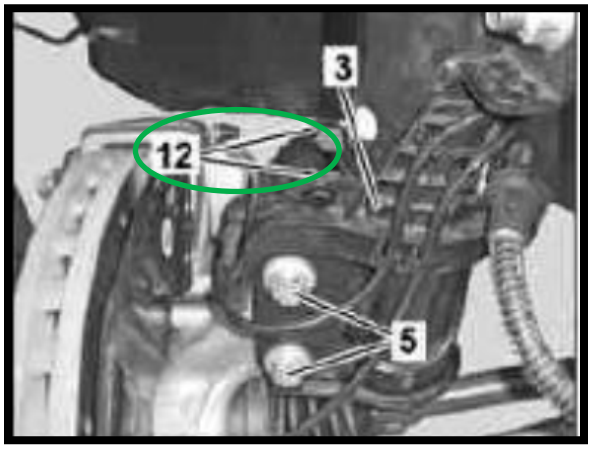

FIGURA 5 - N.º 12
7. CORTE LA BRIDA PARA CABLES DEL AMORTIGUADOR Y DESENGANCHE EL SOPORTE DEL CABLE. (FIGURA 5 - N.º 12)